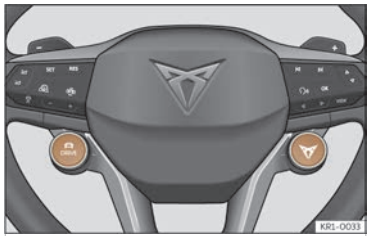

Fig. 108 Multifunction steering wheel: DRIVE and CUPRA buttons for selecting and changing the drive profile.
- **OR:** Press the [1] button on the multifunction steering wheel ››› **Fig. 108** to activate the **Cupra** drive profile.
- **OR:** Repeatedly press the DRIVE [1] button on the multifunction steering wheel ››› **Fig. 108** to switch between drive profiles.